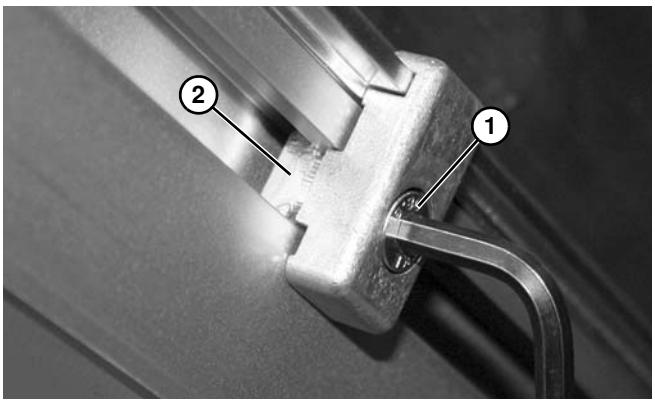

Abbildung 18
2. Schraube **(Abbildung 18, Teil 1)** festziehen und sicherstellen, dass die T-Schiene **(Abbildung 18, Teil 2)** dreht und innen im T-Schlitz einrastet.